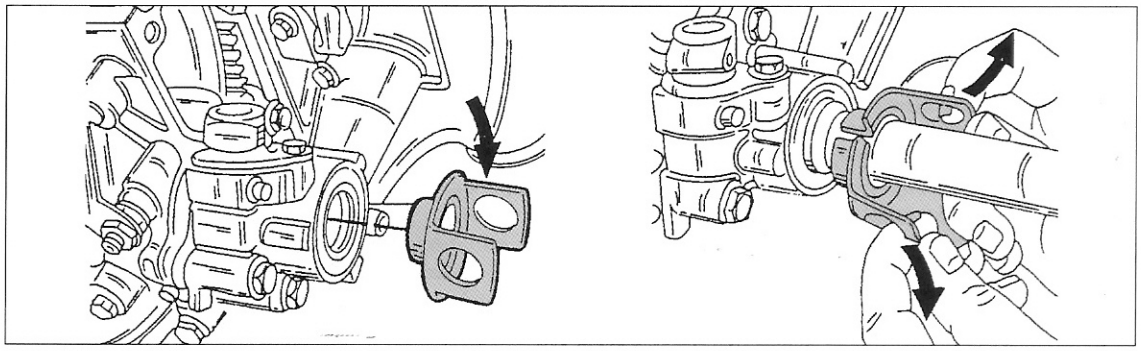

Bild 216
- Eine der normalerweise mit den Öldichtringen mitgelieferten Schutzführungen wie in Bild 216 gezeigt in die Öffnung des Differentials einsetzen. Das innere Ende der Welle in das Getriebe einschieben und da-